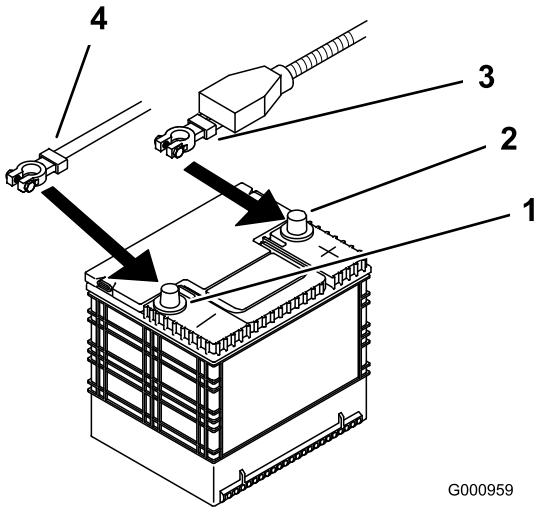

Figur 56
4. Afbryd først det negative batterikabel fra den negative (–) batteripol (Figur 56).
5. Skub den røde klemme af batteriets (røde) pluspol. Afmonter derefter batteriets (røde) pluskabel (Figur 56).
4. Fastgør kablerne med 2 bolte (1/4 x 3/4 tomme), 2 skiver (1/4 tomme) og 2 låsemøtrikker (1/4 tomme) (Figur 56).